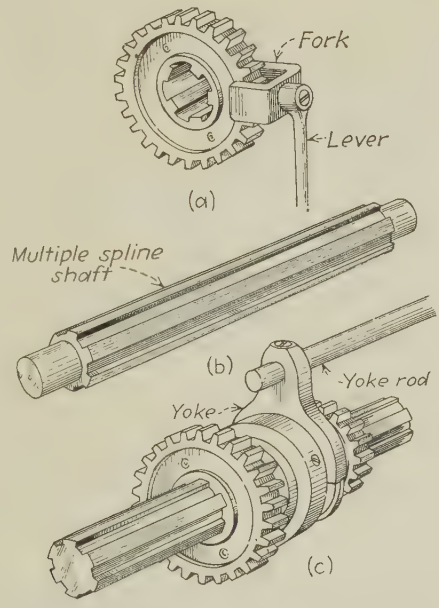

FIG. 25.—(*a*) Multiple spline gear and fork for moving gear. (*b*) Multiple spline shaft sometimes called integral key shaft. (*c*) Yoke for moving gear.
36. Sliding Gears.—To obtain a number of speeds of a driven shaft, or of a spindle of a modern machine tool, a construction known as *sliding gears* is much used. Suitable levers are arranged to operate a fork as in a, Fig. 25, or a yoke as in c, to slide the cluster[1] of gears to the position desired.
the heavier, faster machines, the heat-treated alloy-steel gears that are now used must have more than one key, and the shaft with the *multiple spline*, sometimes called *integral key*, is commonly used (see *b*, Fig. 25).